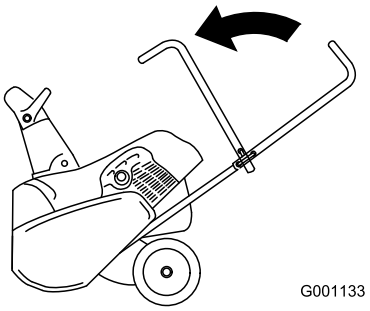

Figure 25
2. Fold the upper handle forward (Figure 25).